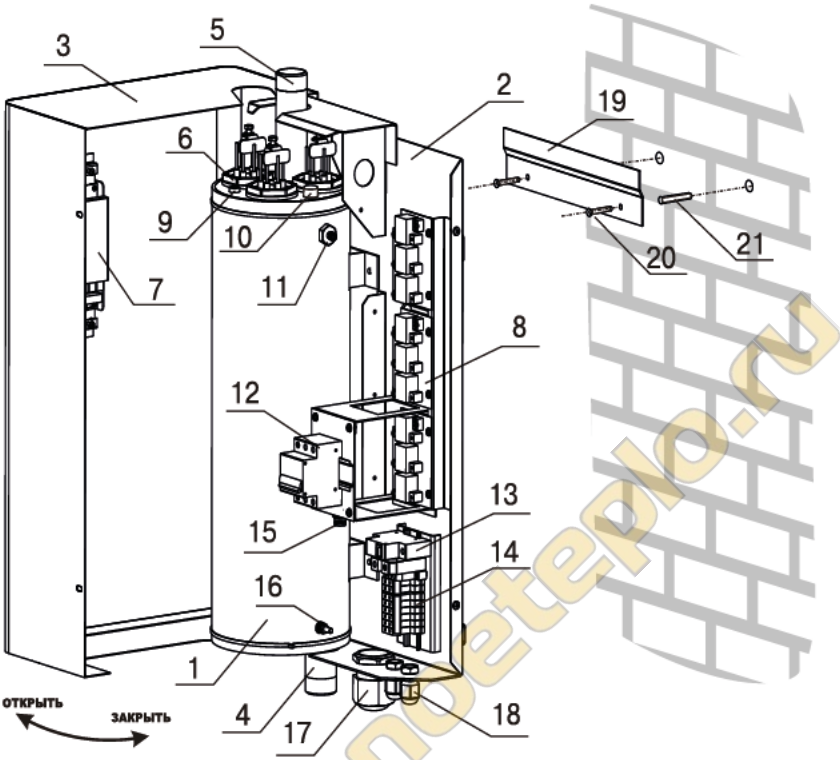

Рис.1 Конструкция электроводонагревателя и способ его крепления к стене
5.1. Электроводонагреватель (Рис.1) состоит из корпуса (1) сварной конструкции с фланцами, патрубком входа воды (4) и патрубком выхода воды (5), имеющих резьбу G1 1/4-B. В верхней части корпуса установлены три блока нагревательных элементов(6), датчик температуры воды(9), датчик перегрева(10) и датчик уровня воды(11). Корпус установлен на основании(2). Защитный кожух (3) выполнен из стального листа и служит для защиты обслуживающего персонала от ожогов и поражения электрическим током. Кожух подвешен на основании при помощи механизма, который позволяет не снимая кожух с электроводонагревателя, открывать и закрывать его в направлении, указанном на Рис.1. При необходимости кожух можно легко снять с основания.
- Закрепить кронштейн крепления на вертикальной поверхности в необходимом месте с помощью шурупов, входящих в комплект и установить на него водонагреватель как показано на Рис.1.
- Открыть кожух (3) как показано на Рис.1,предварительно выкрутив четыре винта крепления кожуха.
- Для установки дополнительного модуля-GSM необходимо снять блок управления (7) с кожуха водонагревателя (3), снять крышку с блока управления и установить на ее место крышку с платой модуля-GSM, предварительно подключив кабель управления модулем к разьему XS4 на плате блока управления. Далее необходимо установить SIM-карту в модуль, установить на место блок управления и присоединить антенну к разьему модуля-GSM. Провод от антенны необходимо пропустить в кабельный ввод (18).
- закрыть кожух (3) как показано на Рис.1 и закрутить винты крепления.
7.14. Циркуляционный насос может работать в двух режимах работы: постоянном, без отключения, и периодическом, с отключением насоса. При постоянной работе циркуляционного насоса горит индикатор (13), Рис.2, “НАСОС ВКЛ”. Насос подключается через защитный автомат (13),Рис.1, и при отключении автомата (например при коротком замыкании цепи насоса), питающее напряжение на насос не подается, индикатор (13) гаснет, на цифровом индикаторе загорается надпись /Н-4/ и отключается нагрев.